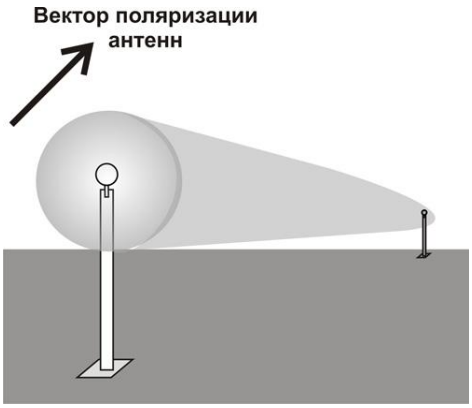
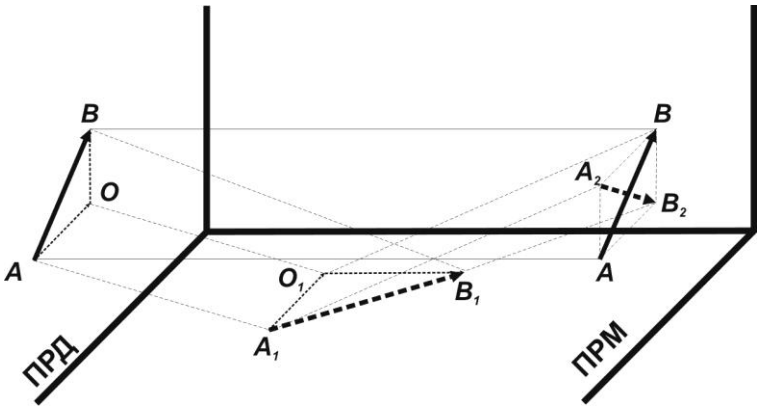

Рис.6.2
Рис. 6.3
6.1.1.2 Установка БПРМ и БПРД вертикально относительно поверхности земли (рис. 6.2) соответствует наклонной ориентации вектора поляризации антенн. Принцип работы извещателя с наклонной ориентацией вектора поляризации за - патентован («Радиоволновой способ обнаружения объектов», Патент РФ №2348980). Плоско поляризованное электромагнитное поле (чувствительная зона) формируется между БПРД и БПРМ в виде вытянутого эллипсоида вращения, причем вектор поляризации АВ формируется под углом ≈ 45° по отношению к прилегающим поверхностям (земле, заграждению и др., рис. 6.3). Отраженные от поверхностей волны (вектор А2В2) попадают на приемную антенну **ПРМ** под углом ≈ 90° по отношению к ее собственному вектору поляризации **АВ**. В результате вклад отраженного сигнала в суммарный сигнал на выходе приемной антенны **ПРМ** ничтожно мал. В отсутствии в ЗО заграждения или других посторонних отражающих предметов, на БПРМ попадают только прямые от БПРД сигналы, а отраженные нарушителем сигналы поступают на БПРМ с вектором поляризации перпендикулярным собственному вектору поляризации приемной антенны и «невиди мы» для БПРМ. Зоны Френеля не образуются и не участвуют в сигналообра-